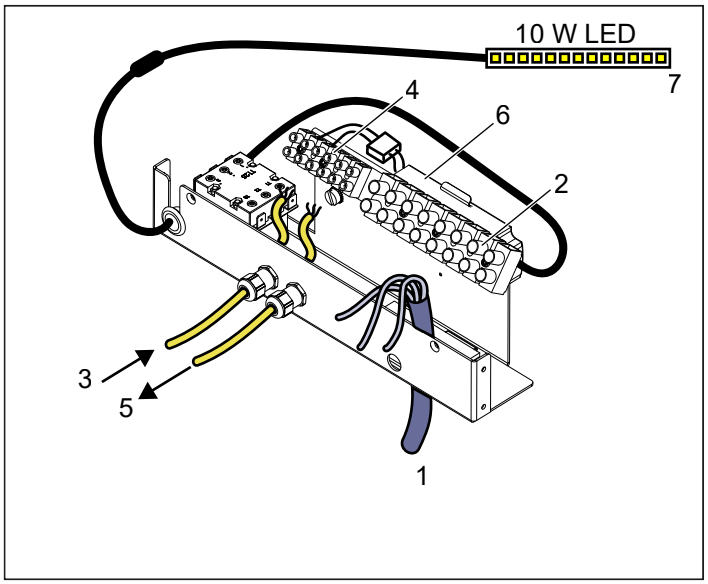

Afbeelding 9: Elektrisch compartiment
5. Als u twee saunakachels installeert, leid dan de kabel voor de interne verlichting vanaf aansluitblok 4 in de eerste kachel, zie afbeelding 9.